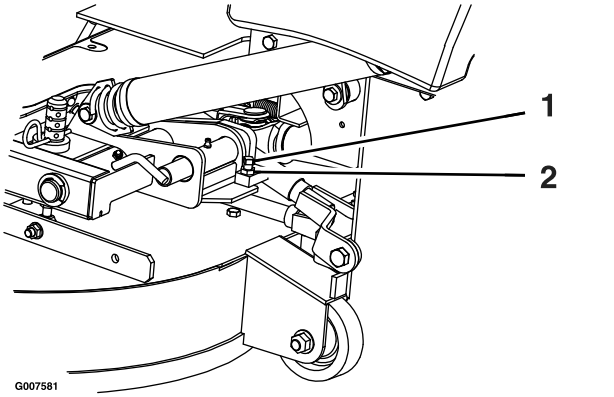

Figure 42
2. Loosen the jam nut and turn the stop screw clockwise until the locking pins is tight and cannot be rotated by hand (Figure 42).